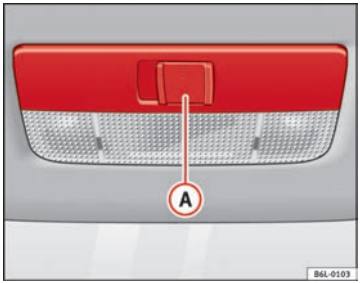

Fig. 60 Interior roof trim: front interior lighting
The switch (A) ⇒ Fig. 60 is used to select the following positions:
Move the switch to position O ⇒ Fig. 60.